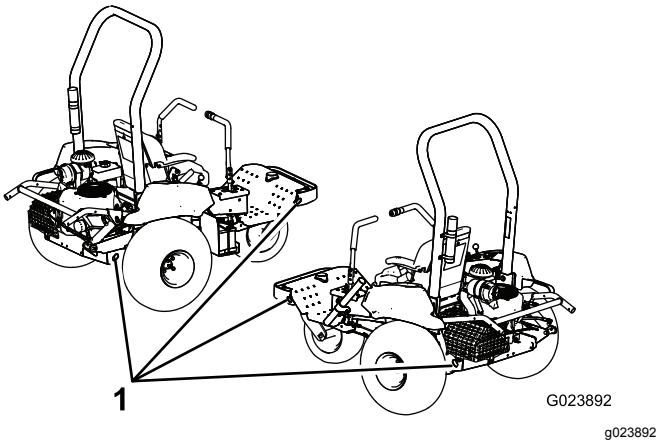

Figuur 30
5. Gebruik de bindogen op de machine (Figuur 30) om de machine goed vast te maken aan het transportvoertuig met banden, kettingen, kabels of touwen.